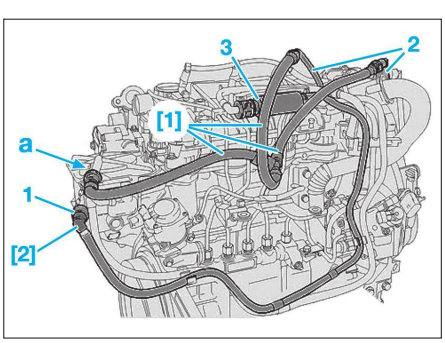

**Fig. 53**
• Accoupler le raccord femelle de (Ø 10 mm) de l'outil [1] en (a) **(Fig.53)**.
• Obturer le raccord (1) à l'aide de l'outil [2].
• Séparer le raccord des tubes de retour carburant (2).
• Joindre les raccords (Ø 8 mm) de l'outil [1] aux raccords des tubes de retour carburant (2).
• Actionner pendant 120 secondes la pompe d'amorçage manuelle (3).
• Actionner plusieurs fois la pompe d'amorçage manuelle (3).